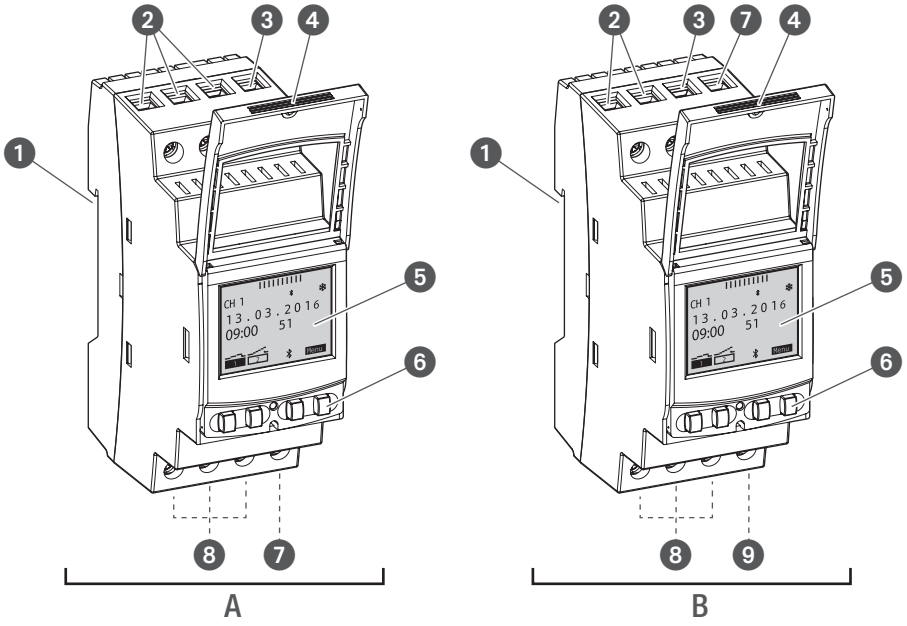

Fig. 1: Temporizador do distribuidor
O temporizador do distribuidor é um temporizador que está montado com um sistema de encaixe sobre uma calha DIN (Fig. 1/❶); este aciona cada um dos dispositivos conectados. O temporizador do distribuidor dispõe de 1 ou 2 canais e pode ser utilizado através de um visor (Fig. 1/❺) com 4 botões de comando (Fig. 1/❻). O temporizador do distribuidor pode ser programado manualmente ou através de um dispositivo móvel. A frequência do sinal de rádio é de 2,4 GHz e a potência de transmissão máxima é de 1,8 mW.